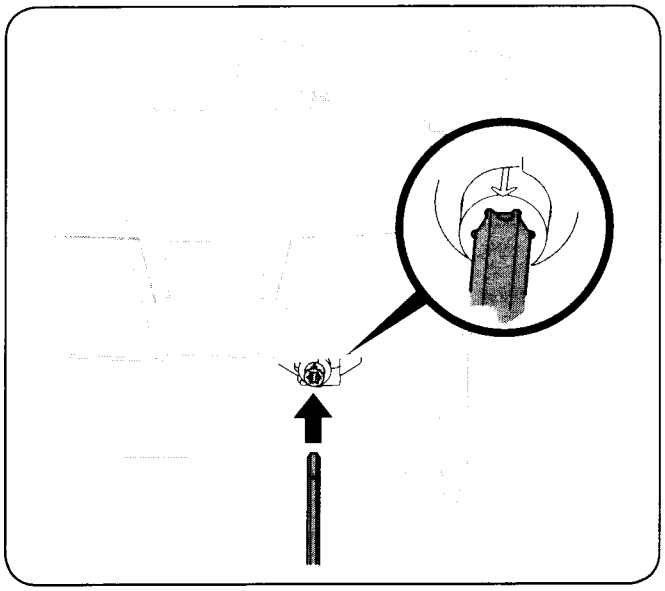

Figure 3-7
6. Insert the hex rod into the pinion gear below the joystick. Make sure to line up the hole in the hex rod with the arrow on the pinion gear. See Fig. 3-7.